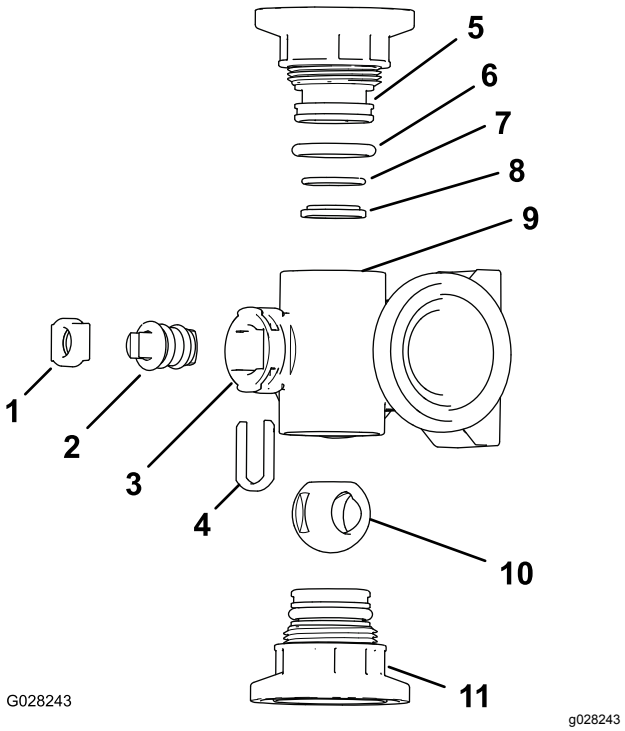
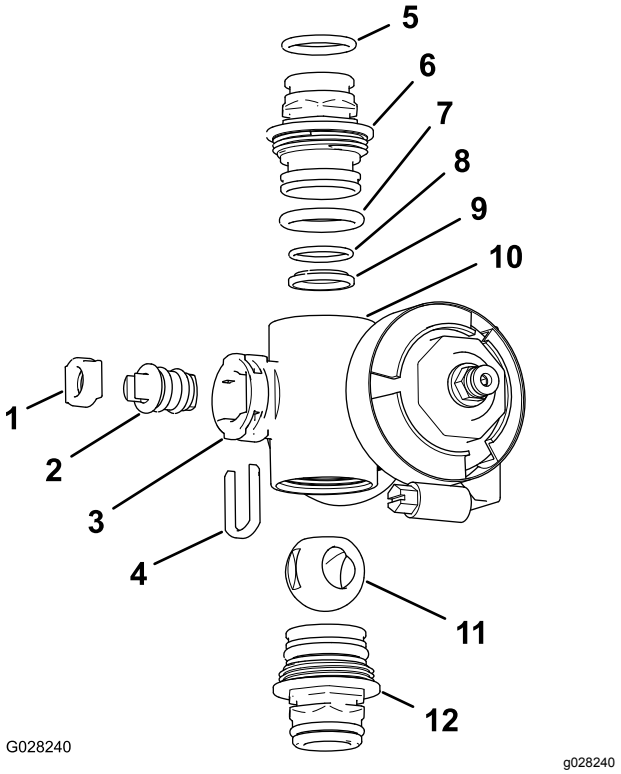

**Rysunek 72**
**Rysunek 73**
2. Zdemontuj 2 zespoły zamknięć końcowych z każdego końca korpusu rozgałęźnika (Rysunek 72 oraz Rysunek 73).
4. Wyjmij element ustalający trzpienia z nacięć w króćcu trzpienia w rozgałęźniku (Rysunek 72 oraz Rysunek 73).
5. Wyjmij element ustalający trzpienia i siedzisko trzpienia zaworu z rozgałęźnika (Rysunek 72 oraz Rysunek 73).
6. Sięgnij do wnętrza korpusu rozgałęźnika i wyjmij zespół trzpienia zaworu (Rysunek 72 oraz Rysunek 73).
1. Sprawdź stan pierścieni o-ring złącza wylotu (tylko rozgałęziacz zaworu sekcji), zamknięć końcowych, siedziska i tylnego siedziska kuli pod kątem uszkodzeń i zużycia (Rysunek 72 oraz Rysunek 73).
2. Nałóż smar na trzpień zaworu i włóż go w siedzisko trzpienia zaworu (Rysunek 72 oraz Rysunek 73).
3. Zamontuj trzpień zaworu i siedzisko do rozgałęźnika i zamocuj trzpień i siedzisko za pomocą elementu ustalającego trzpień (Rysunek 72 oraz Rysunek 73).
4. Upewnij się, że pierścień o-ring tylnego siedziska oraz siedzisko kuli są odpowiednio ustawione i osadzone w zamknięciu końcowym (Rysunek 72 oraz Rysunek 73).
5. Zamontuj zespół zamknięcia końcowego do korpusu rozgałęźnika, aż kołnierz zamknięcia końcowego dotknie korpusu rozgałęźnika (Rysunek 72 oraz Rysunek 73), następnie obróć zamknięcie końcowe jeszcze o 1/8 do 1/4 obrotu, dokręć zamknięcie z momentem od 225 do 282 N·cm.